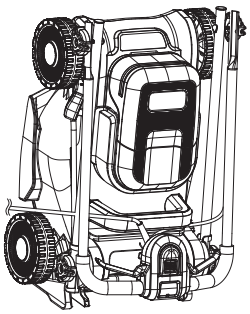

Fig. 24
9. Guarde el cortacésped en horizontal o en vertical (Fig. 24).